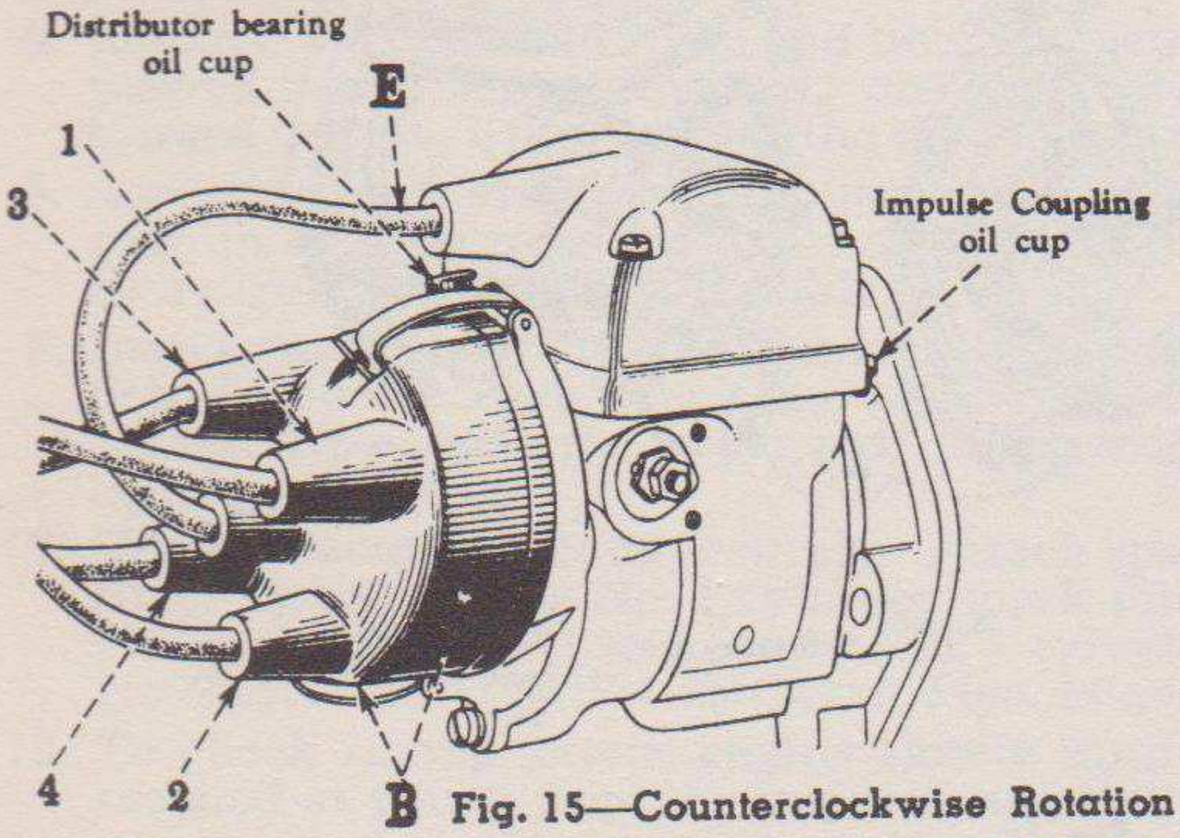

Fig. 15—Counterclockwise Rotation (viewed from the distributor end).
It is important, however, to keep the breaker arm chamber clean, as oil on the breaker points will cause rapid point wear. Over-lubrication of the distributor bearing oil cup *(see Fig. 15)* might cause a dirty breaker point chamber. After every 250 hours of operation the breaker point chamber should be inspected to assure that it is clean. See that the points are in good condition and have the proper clearance. If the chamber is clean, no attention is necessary other than checking the clearance of the points; but if the chamber is dirty, all parts must be thoroughly cleaned. After cleaning, the points should be dressed, the point clearance checked, and the breaker arm regreased as outlined below.
1. Before checking valve clearance "cut-out" the magneto by pulling cable "E" *(see Fig. 15)* out of socket. This will eliminate any danger of accidentally starting the engine.
10. Replace the magneto cable "E" *(see Fig. 15)* into socket from which it was removed.